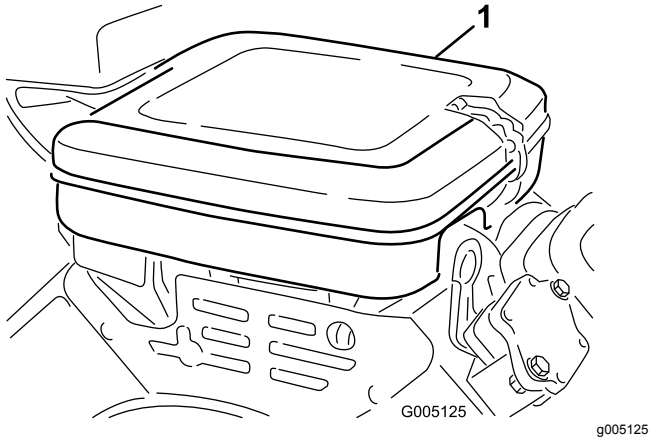

**Figur 26**
1. Rengör luftrenarkåpan (Figur 26).